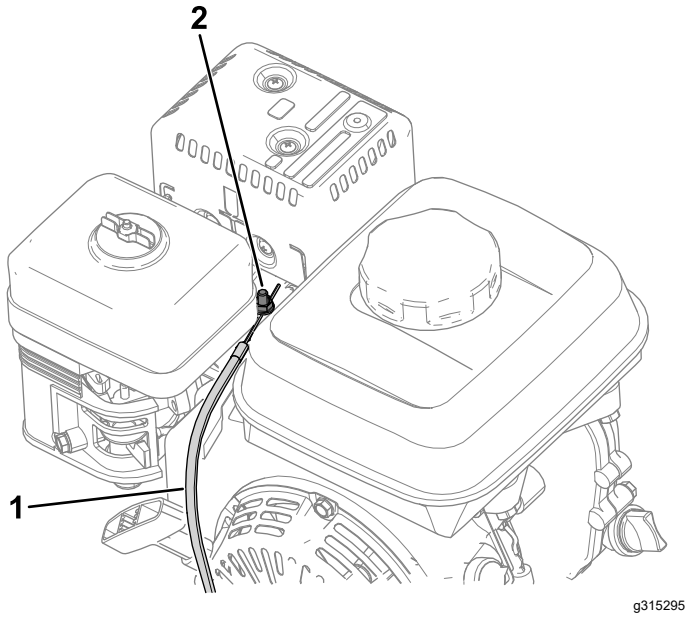

**Figure 35**
4. Desserrez la vis de serrage du conduit du câble (Figure 35).